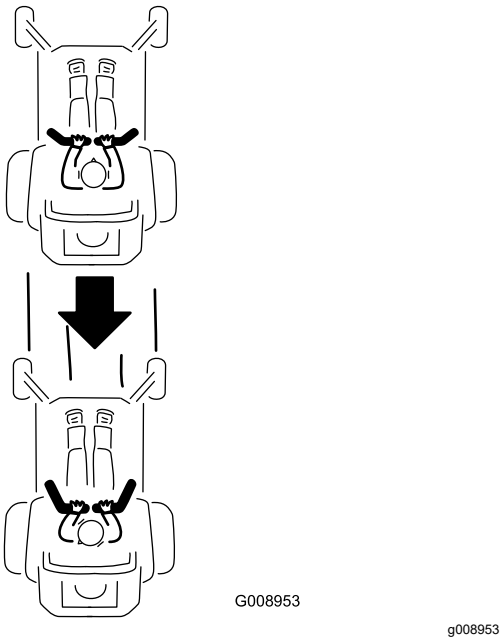

Figura 20
2. Para ir hacia atrás, tire lentamente de las palancas de control de movimiento hacia atrás (Figura 20).